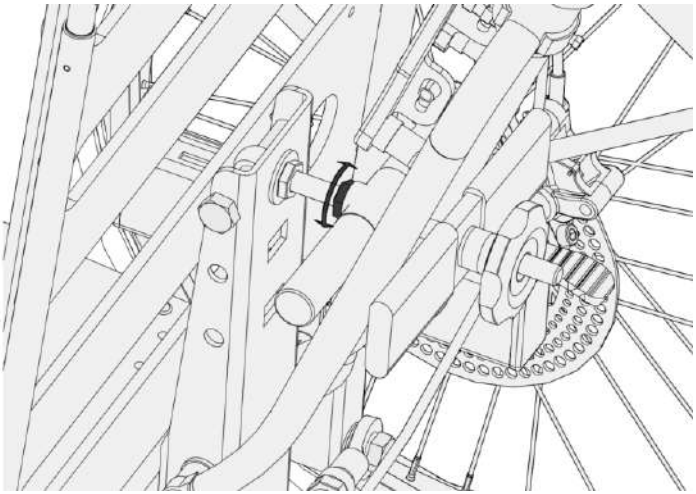

Abbildung 38 - Flansch-Einstellmutter
- Ist dies nicht der Fall, muss die Flanschbaugruppe durch Einwirken auf die Einstellmutter (siehe Abbildung 38) an der Flanschschraube eingestellt werden. Wenn Sie die Mutter in Richtung der Montageplatte bewegen, neigt sich das AddBike+ leicht nach hinten. Umgekehrt kippt das AddBike+ leicht nach vorne, wenn die Mutter von der Montageplatte wegbewegt wird (siehe Abbildung 39).